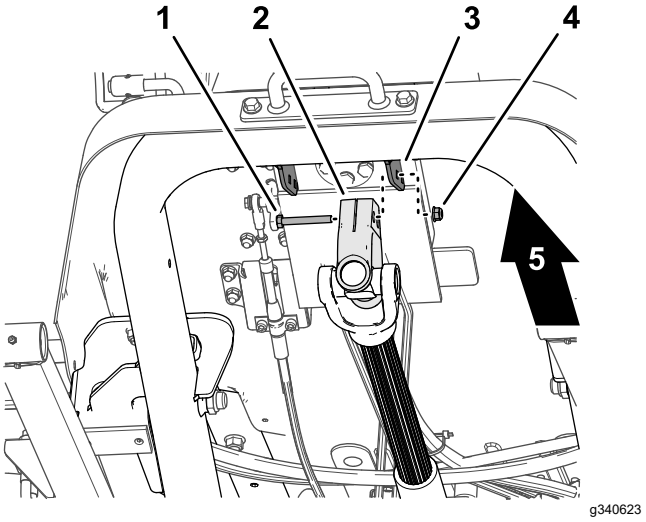

**Bild 15**
1. Entfernen Sie, während Sie die Antriebswelle abstützen, die Innensechskantschraube und die Sicherungsmutter, mit denen das Antriebswellenjoch an der Befestigungshalterung des Steuerventils befestigt ist (Bild 15), und senken Sie die Antriebswelle vorsichtig ab.